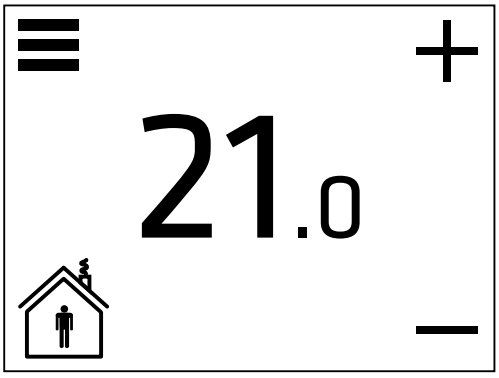

Abbildung 3.1
1. Schließen Sie die Betriebsspannung an das System an, wonach sich der Monitor im Startmenü einschaltet (Abb. 3.1).